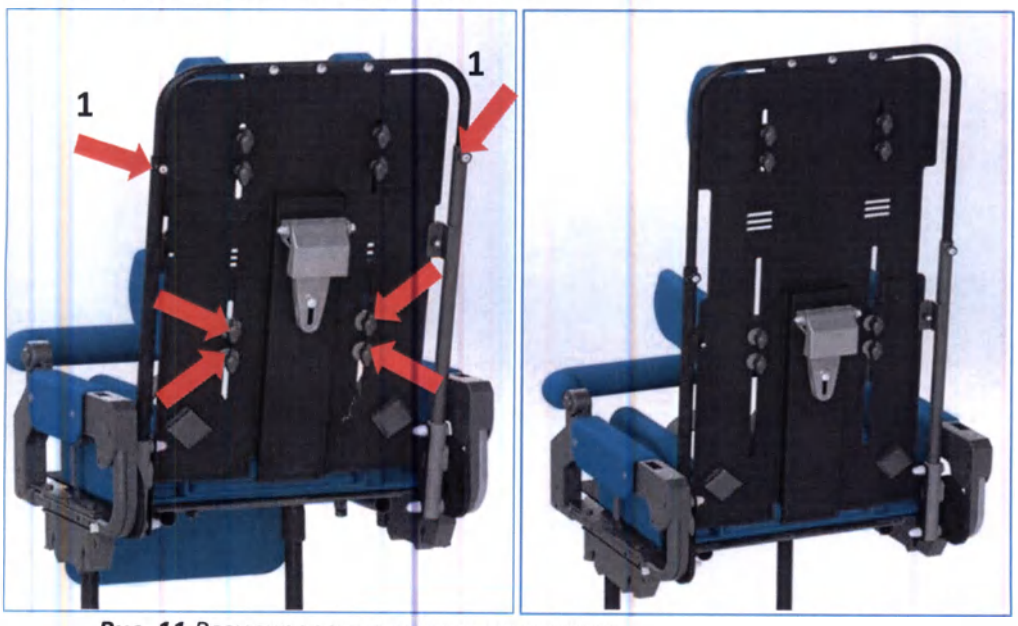

Рис. 11 *Регулирование спинки по высоте*
Ослабьте фиксаторы и выкрутите фиксирующие болты (1) Рис. 11, чтобы установить желаемую высоту спинки. Установите необходимое положение, затем затяните фиксаторы и фиксирующие болты (1).